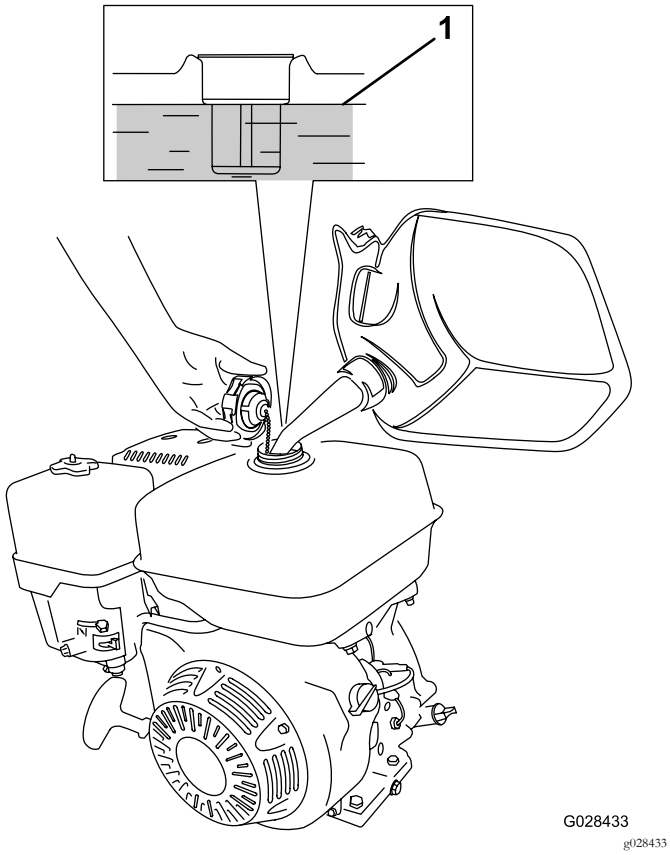

**Figur 23**
1. Rengör omkring tanklocket och ta bort locket från tanken (Figur 23). Fyll på med blyfri bensin (minst 87 oktan) i bränsletanken tills det är cirka 25 mm kvar till tankens överkant, så att bränslet ges utrymme för expansion.